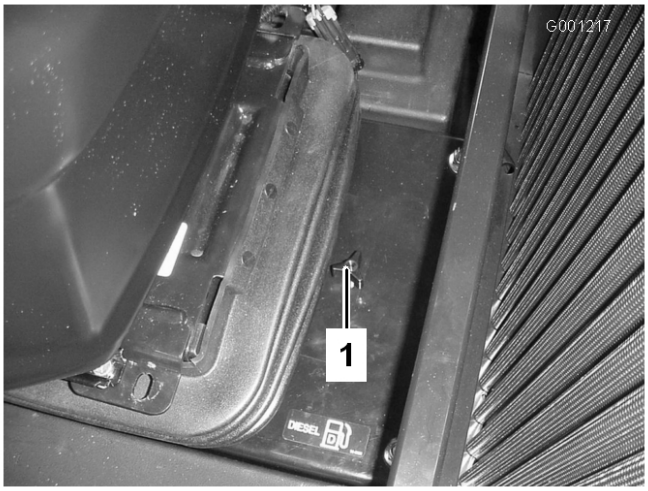

Figur 31
1. Lossa ratten och ta bort åtkomstpanelen baktill på sätets fästplatta (Figur 31).